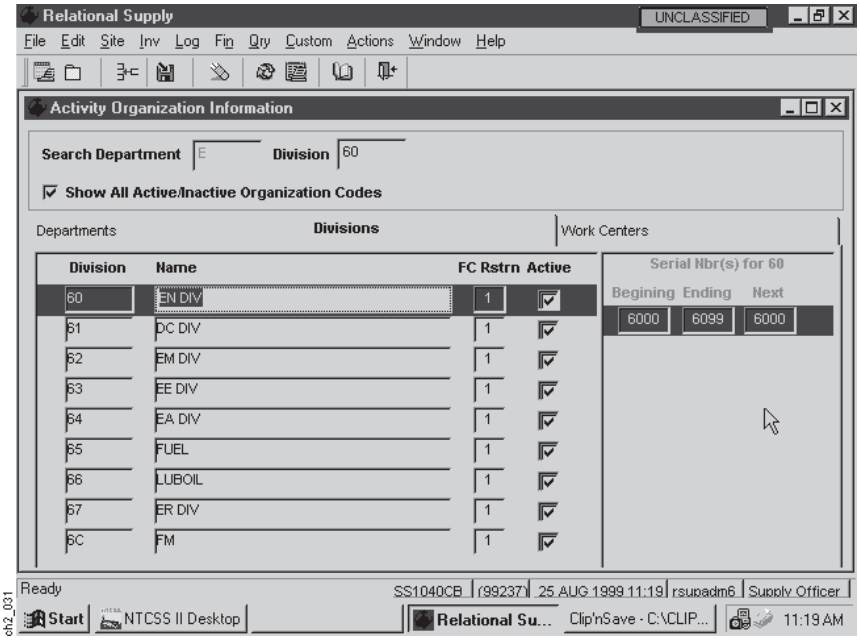

Figure 2-42
(1) **Step 1.** On the Activity Organization Information Screen above (Figure 2-42), ensure the Divisions Option (tab) appears enabled or select it to do so.